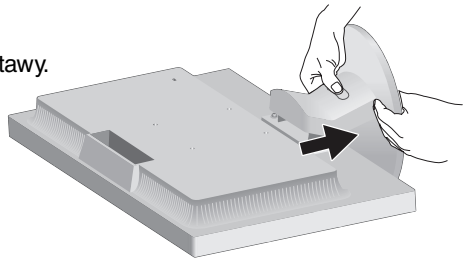

Rysunek R.4
2. Kciukami naciśnij przyciski, aby je zwolnić (**Rysunek R.4**).
3. Po naciśnięciu przycisku wyciągnij stojak podstawy (**Rysunek R.4**).